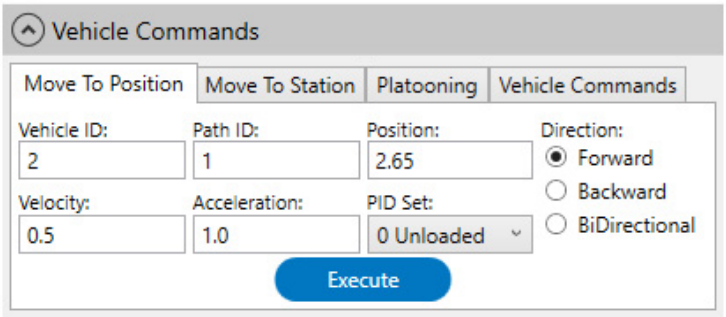

Figure 19: Manual Vehicle Commands Section – Uncouple Vehicle From Platoon
1. In the **Vehicle Commands** section, select the **Move to Position** tab (see Figure 19).